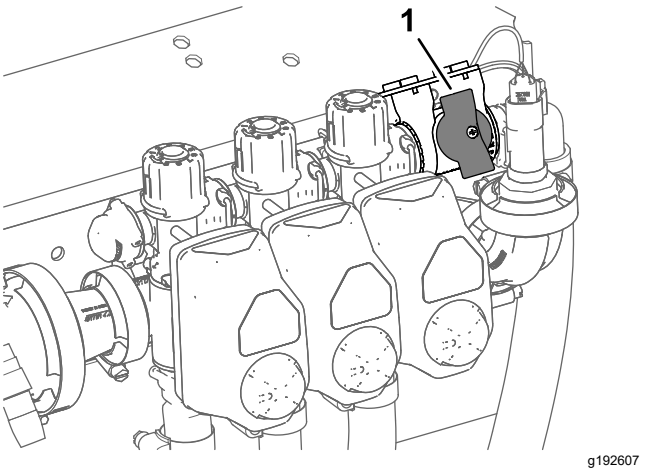

Figura 37
2. Rode o botão para a válvula de corte da distribuição da secção para a posição Fechada (Figura 37).